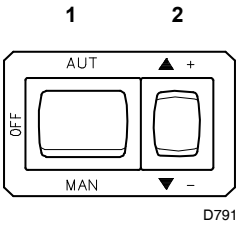

Fig. 23
- Start the burner by closing the control devices with switch 1) (Fig. 23) in the “MAN” position. As soon as the burner starts, check the direction of rotation of the fan blade, by looking through the flame inspection window 24) (Fig. 1, page 8).
- The pump can be considered primed when the light oil starts coming out of the screw 3). Stop the burner: switch 1) (Fig. 23) set to “OFF” and tighten the screw 3).
Press button 2) (Fig. 23, page 21) “ output reduction “ and keep it pressed until the servomotor has reached 20° (factory setting).
After adjusting the firing and minimum modulation output, proceed with adjusting the maximum output by pressing the button 2) (Fig. 23, page 21) towards the “+” sign until the servomotor 27) (Fig. 1, page 8) reaches the maximum position of 130°.
Press the switch 2) (Fig. 23, page 21) “output increase” a little so that the servomotor turns by about 15°. Adjust the screws until optimal combustion is obtained. Proceed in the same way with the other screws.